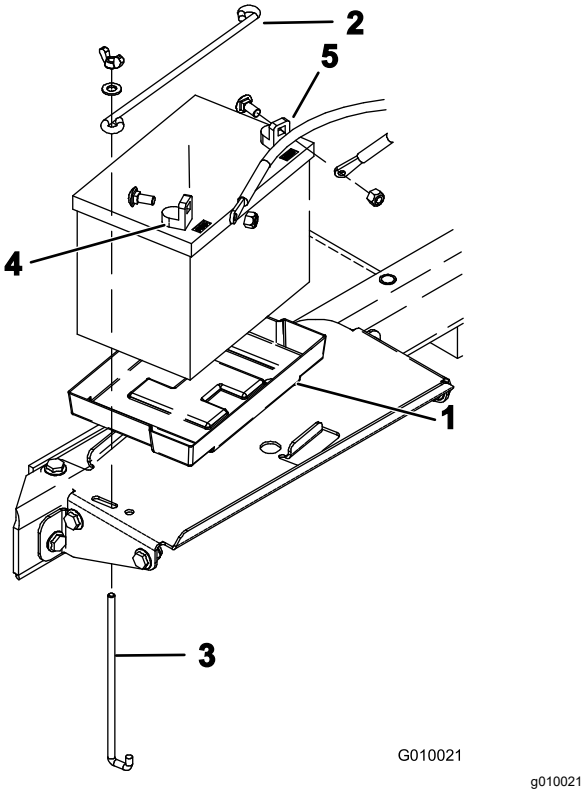

**Figure 50**
A. Remove the battery hold down and hold down rods that secure the battery to the tray (Figure 50).
6. Insert the battery into the tray in the battery compartment as shown in Figure 50.